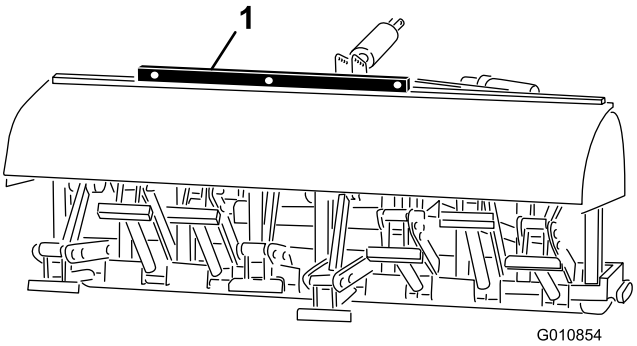

Figur 23
2. Anbring et vaterpas oven på dybdelufterens stel for at undersøge nivelleringen fra side til side (Figur 23).